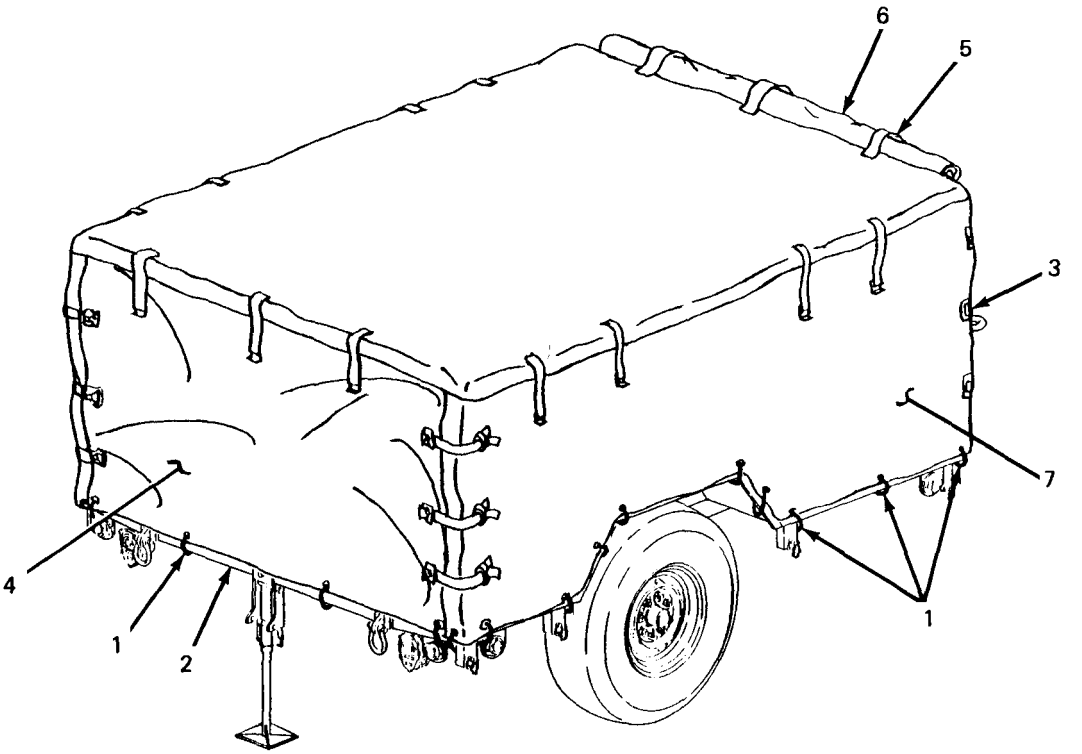

Figure 3-1. Fitted Cover Installed on Power Unit.
a. Fitted Cover Replacement. (See figures 3-1 and 3-2.)
(a) Untie 27 ropes (1, figure 3-1) fastening fitted cover to trailer body (2).
(c) Unfasten rollup straps (5, figure 3-1) securing sides of fitted cover and lower both sides (7).